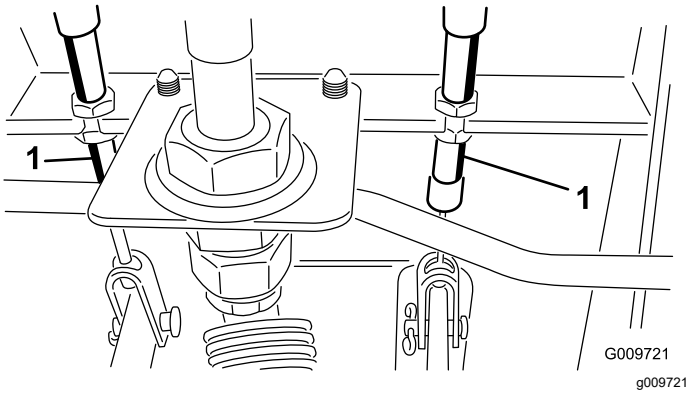

Figur 113
A. Lossa frontmuttern på den gängade änden av bromsvajern (Figur 113).